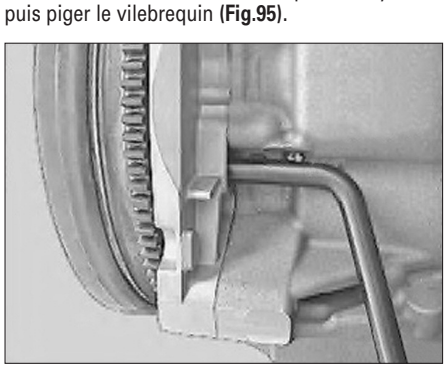

Fig. 95
• Tourner le moteur au PMH du premier cylindre, puis piger le vilebrequin **(Fig.95)**.